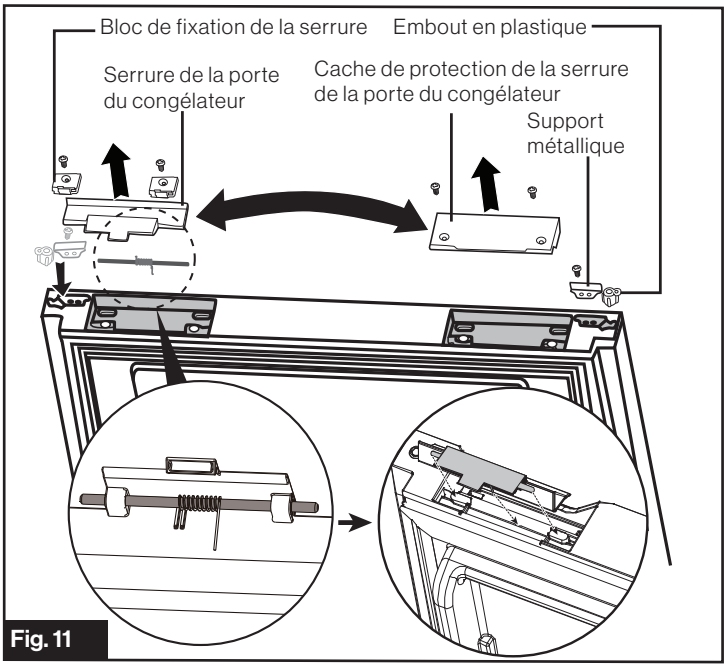

Fig. 11
3. Inversez les parties du cache de protection de la serrure de la porte du congélateur, du support métallique, de la douille en plastique, de la serrure de la porte du congélateur et du bloc de fixation de la serrure du côté opposé respectivement. (Fig. 11)